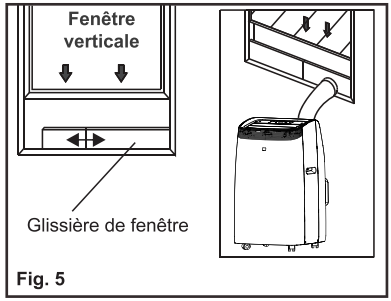

Fig. 5
4. Fixez la sortie du tuyau dans le kit de glissement de fenêtre et fermez. (Fig. 5 & 6).